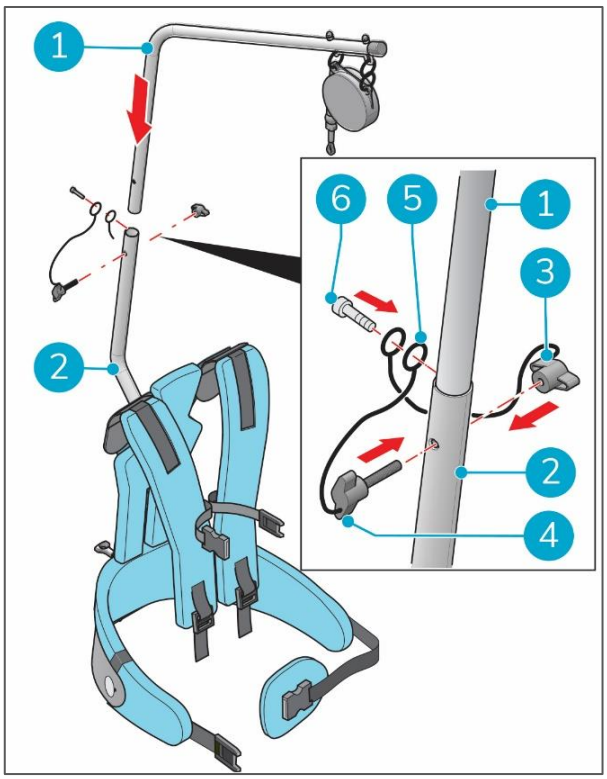

Abbildung 7
1. Stecken Sie das Oberteil des Stützrohrs in das Unterteil des Stützrohrs (Abbildung 7, Pos. 1, 2).
2. Montieren Sie die Gummikordel (Abbildung 7, Pos. 5) mit der Innensechskantschraube (Abbildung 7, Pos. 6) am Stützrohr.
4. Montieren Sie die Flügelmutter und Flügelschraube (Abbildung 7, Pos. 3, 4).